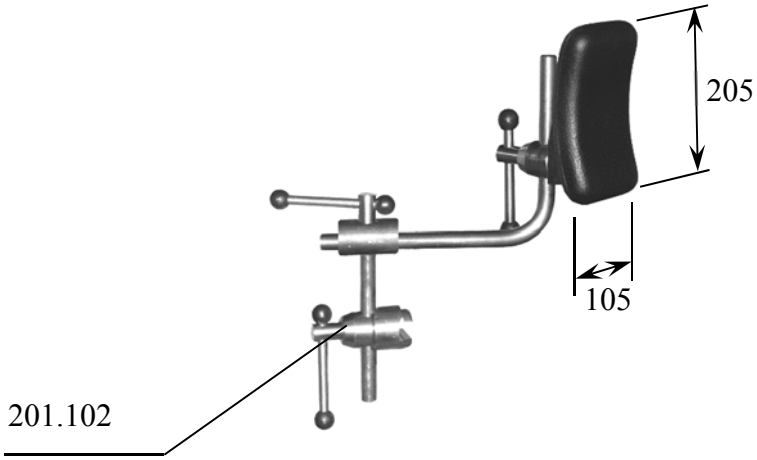

Рисунок 3. Упор боковой.
3. Упор боковой (Рисунок 3) Профилированная подушка 105х205 (мм) из вспененного полиуретана с нержавеющей Z-образной стойкой и крепежными элементами для установки на направляющую стола укомплектован зажимом 201.102. Регулируется положение вдоль панели стола и двух вертикальных осей Z-образной стойки.